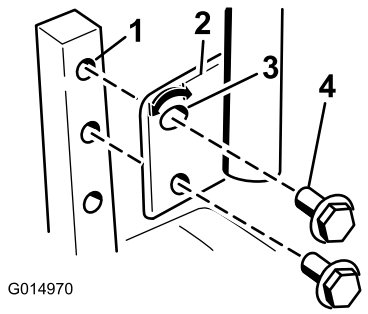

Figur 23
1. Lossa de två skruvar som håller fast reglagespaken vid reglagearmen (Figur 23).
2. För reglaget till nästa hålpar. Fäst reglaget med de två skruvarna (Figur 23).
2. Lossa på den nedre skruven såpass mycket att du kan svänga reglagespaken framåt och bakåt (Figur 23). Dra åt båda skruvarna ordentligt för att säkra spaken i det nya läget.